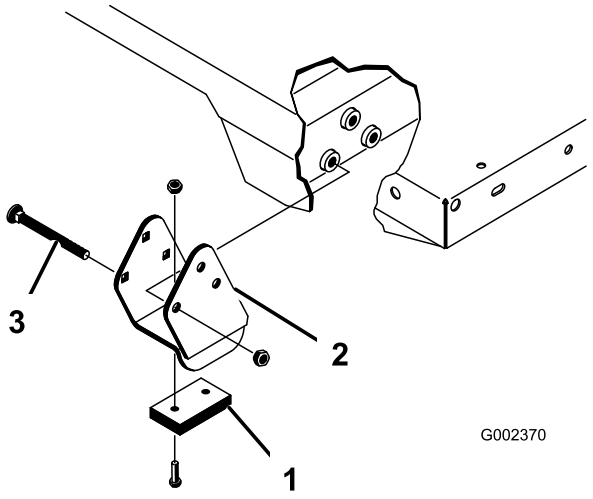

Figur 35
Merk: Påse at avstandsbrakettene og slitasjeblokkene (Figur 35) er montert med låsebolthodene plassert på innsiden av maskinen.
2. Sett planet forsiktig oppå maskinens ramme. Hullene i den bakre hengselplaten skal være på linje med hullene i den bakre rammekanalen. Monter to splittpinner og ringstifter (Figur 35).
4. Før inn splittpinnen fra utsiden av planet med ringstiften mot utsiden (Figur 35).